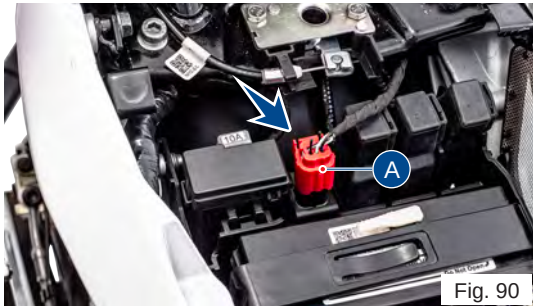

Fig. 90
- Gently pull out connector along with its cap from its location by releasing the lock (A) **(ref. Fig. 90)**.